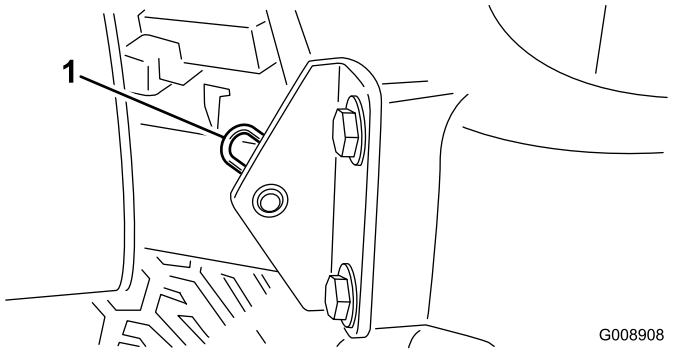

Figuur 29
2. Verwijder de R-pen waarmee het draaipunt van de motorkap aan de montagebeugels is bevestigd (Figuur 29).
Opmerking: Om vet in verzonken nippels op de rollen te spuiten (Figuur 29), moet u een verloopstuk op de vetspuit plaatsen. U kunt het verloopstuk bestellen bij een erkende Toro-dealer, onderdeelnr. 107-1998.